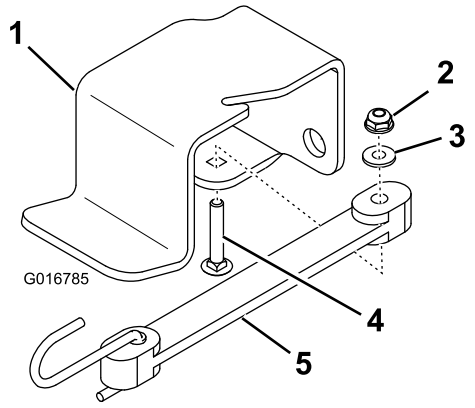

図 4
1. ジャッキサポートブラケットにバンジーを固定する；キャリッジボルト、平ワッシャ、六角フランジナットを使用する（図 4）。